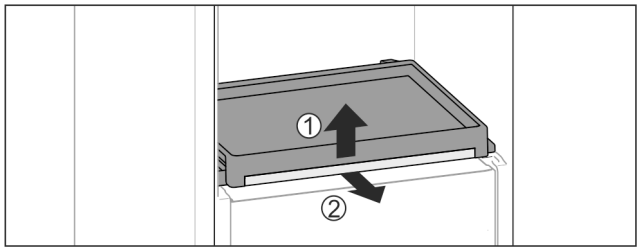

Fig. 187
▶ To remove the pull-out board with glass panel: Gently lift the glass panel at the front *Fig. 187 (1)* and pull out to the front *Fig. 187 (2)*.